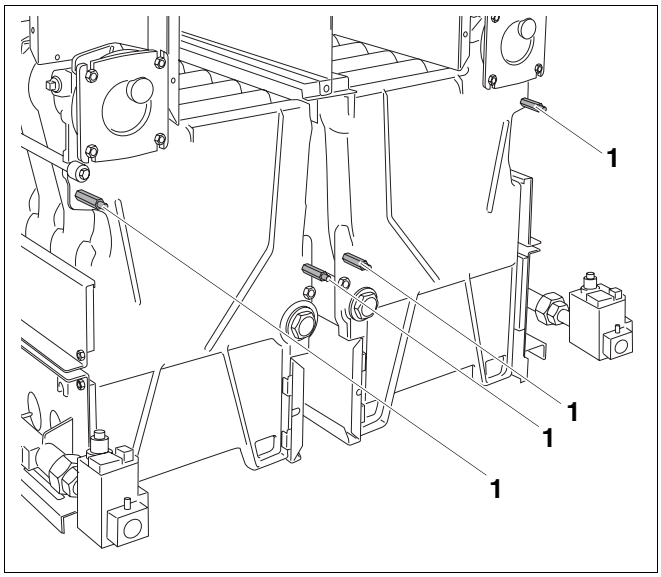
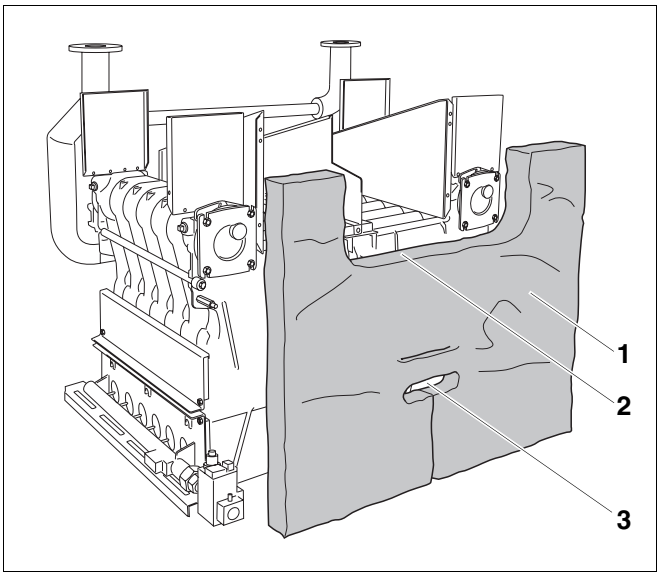

Afb. 43 Afstandspennen aanschroeven
Afb. 44 Isolatie van de rugwand aandrukken
- Schroef de vier afstandspennen M8 × 75 (afb. 43, **pos. 1**) aan de achterzijde van het ketelblok.
Neem voor de correcte positie van de isolatie van de rugwand (afb. 44, **pos. 1**) de volgende punten in acht:
– De uitsnijding (afb. 44, **pos. 2**) van de isolatie van de rugwand moet naar de rookgasverzamelaar wijzen.
– Voer de afstandspennen (afb. 43, **pos. 1**, pagina 40) door de insnijdingen in de isolatie van de rugwand (afb. 44, **pos. 1**), zodat ze onbedekt zijn.
– De onderste insnijding (afb. 44, **pos. 3**) moet de onderste ketelnaven onbedekt laten.
– De heldere kant van de isolatie van de rugwand (afb. 44, **pos. 1**) moet naar het ketelblok wijzen.
- Druk de isolatie van de rugwand (afb. 44, **pos. 1**) tegen de rugzijde van het ketelblok.